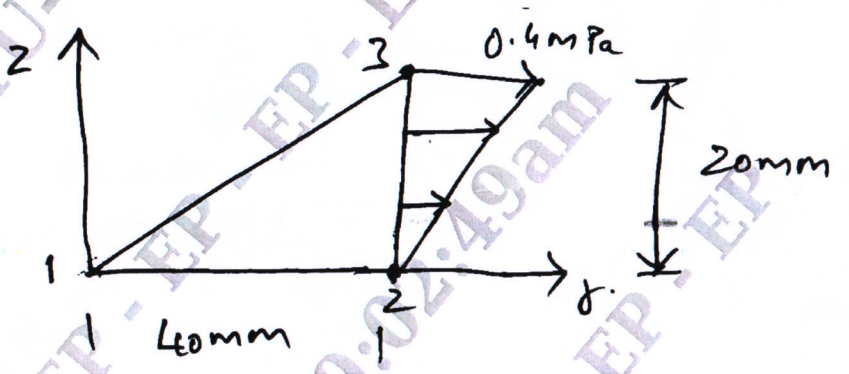

Fig. Q9 (b)
b. Evaluate the nodal forces used to replace the linearly varying surface traction shown in Fig. Q9 (b). **(10 Marks)**